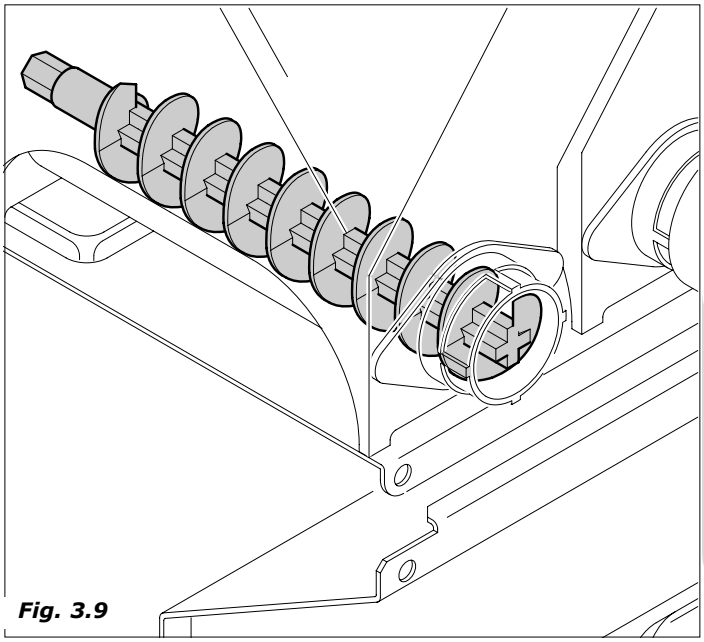

Fig. 3.9
– o motoredutor do produto soluvel ativa o caracol para vazar a quantidade de produto selecionado no misturador (em algumas versões mais produtos podem acabar no misturador) *(Fig.3.9)*